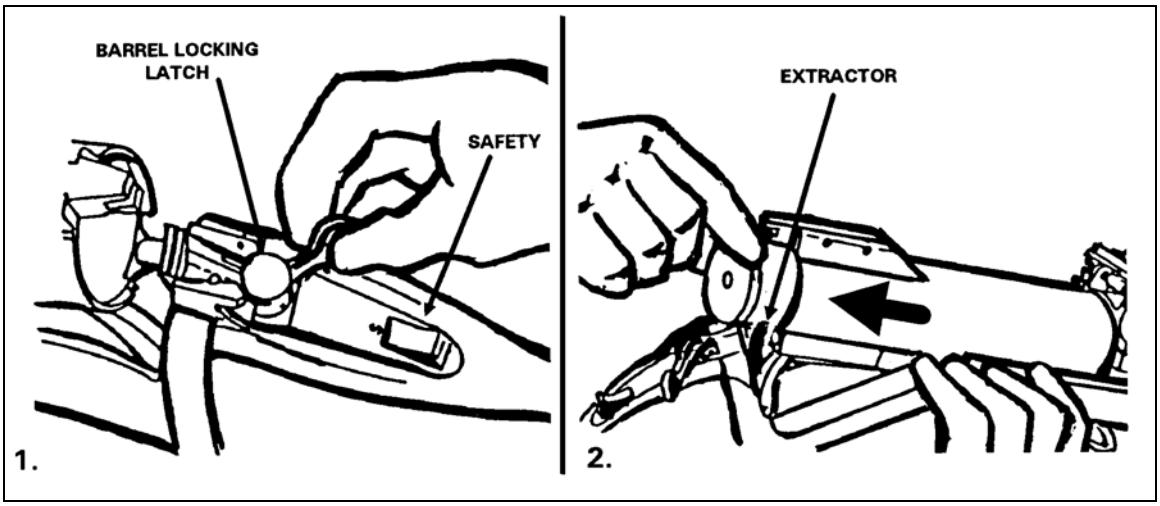

Figure A-14. Unloading the grenade launcher.
b. **Unloading**. To unload the weapon (Figure A-14)--
(1) Place the weapon on safe by moving the barrel locking latch as far right as possible.
(2) If the cartridge case is partially extracted, remove the cartridge case. If the cartridge case is not partially extracted, engage the extractor tang and pull it rearward.
(3) Grasp the cartridge case and remove it.